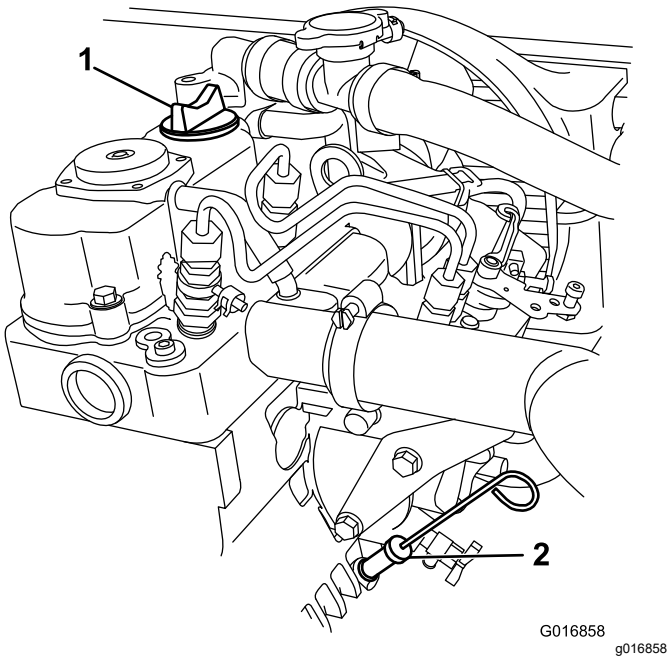

Rysunek 33
5. Oczyść szmatką obszar wokół wskaźnika poziomu oleju (Rysunek 33), aby brud nie wpadł do otworu wskaźnika lub szyjki wlewu i nie uszkodził silnika.
7. Wsuń wskaźnik poziomu oleju do rurki wskaźnika i upewnij się, że jest dokładnie osadzony (Rysunek 33).
9. Włóż wskaźnik poziomu oleju na swoje miejsce i dociśnij go (Rysunek 33).